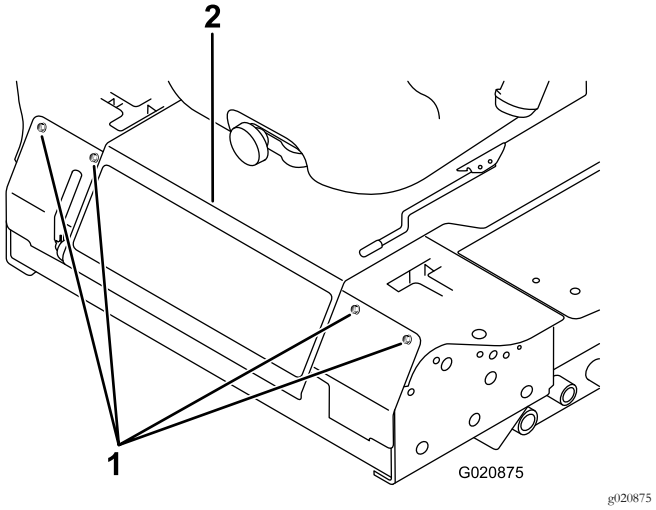

Rysunek 48
2. Usuń śruby mocujące panel przedni i zdejmij go (Rysunek 48).